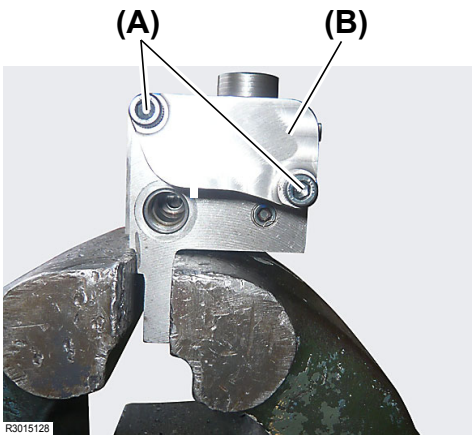

Fig. 11
7. Remove the two (2) M6 × 50 mm (L: 2.0 in.) bolts **(Fig. 11, (A))** and then remove the spring case **(Fig. 11, (B))**.